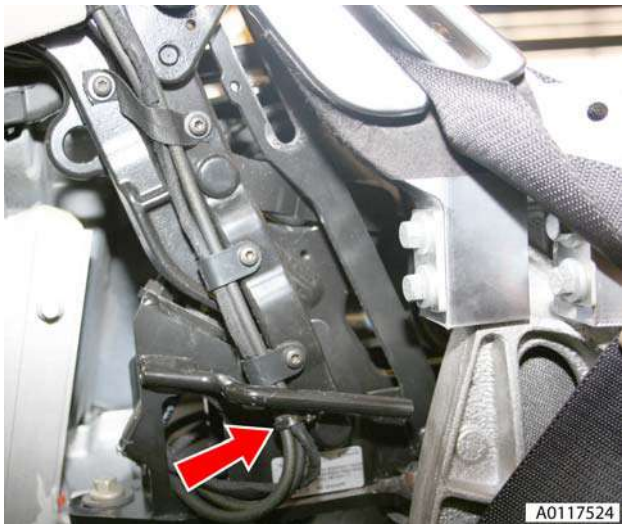

Figure 4
6. Remove cable ties securing pipes to roof frame (see Figure 4).